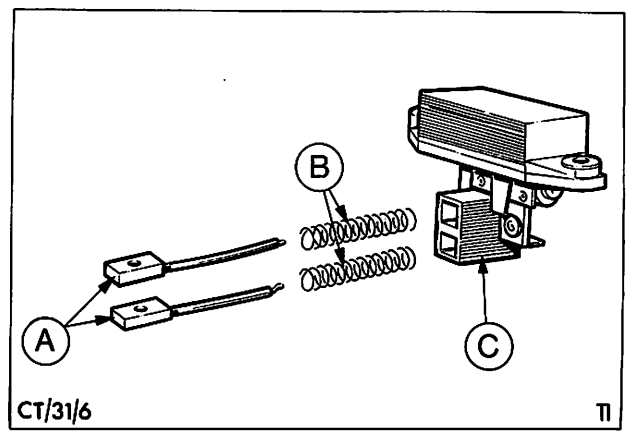

Abb. 32 Bürstenhalter zerlegt
5. Neue Kohlebürsten, A in Abb. 32, und Federn „B" in den Bürstenhalter „C" einsetzen und Anschlüsse verlöten.